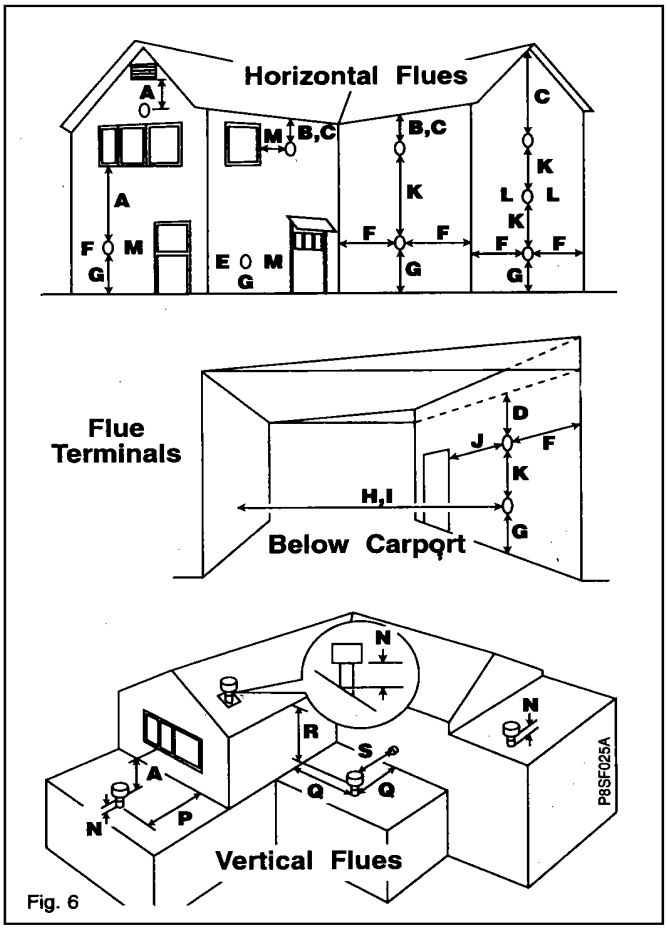

Fig. 6
1.3 Flue Terminal and Ducting (Fig: 6 - a, b & c)
90° In-line elbow kits and **135° In-line Bend** kits are also available for more flexible siting. Horizontal flues can be set at 45° angles to the combination boiler, through 360°, to the miniature terminal on the outside of the building. The siting positions for horizontal flue terminals are shown in Figs. 6. - a) & b).
135° Off-set kits are available for both concentric and twin tube. The siting of the flue terminal through a roof is shown in Fig 6. - c).